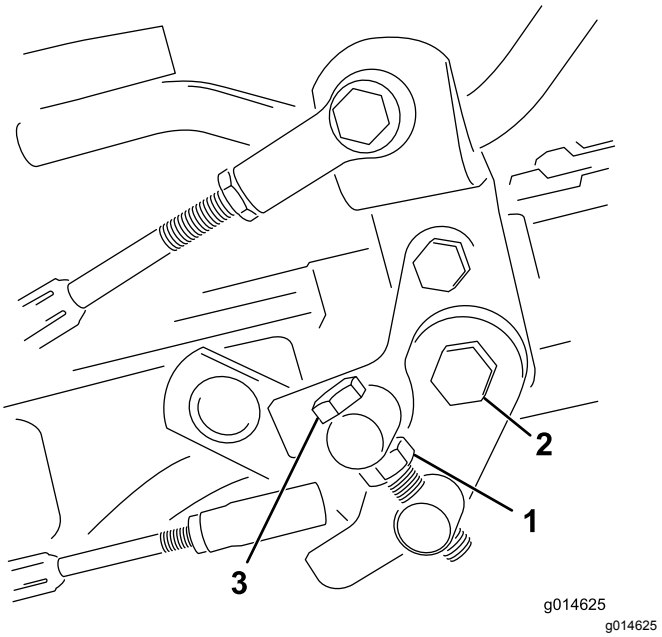

Figuur 35
1. Draai de contramoer op de draaitapbout los (Figuur 35).
4. Draai de contramoer op de draaitapbout en de moer op het scharnierpunt van het pedaal vast om de afstelling te vergrendelen (Figuur 35). Controleer de afstelling en stel nogmaals af indien dit nodig is.